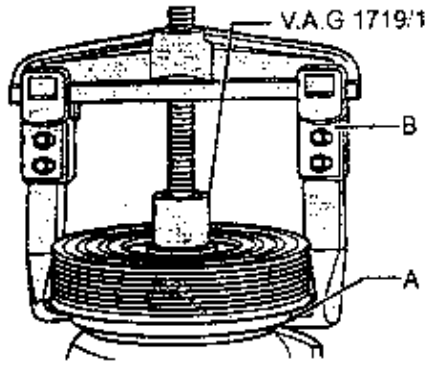

图 8－39
④装上皮带盘。如图 8－40 所示，用专用工具 V.A.G1719/2 和塑料锤头将皮带盘装上（敲上去）